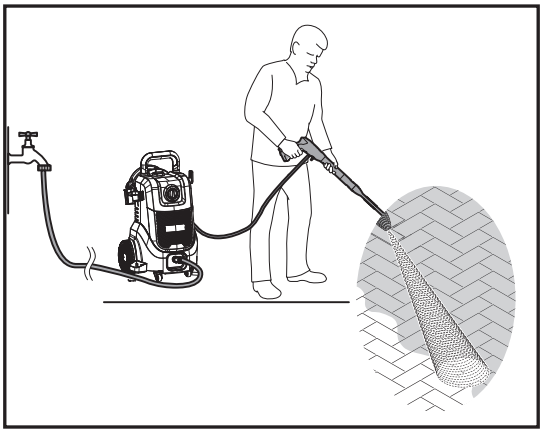

Fig. 20
5. Encienda la máquina ajustando el interruptor giratorio de encendido / apagado (3) a la posición **"I"**.
7. Presione completamente el gatillo de la pistola pulverizadora (16a) para iniciar el chorro de agua, como se muestra en la Fig. 20.